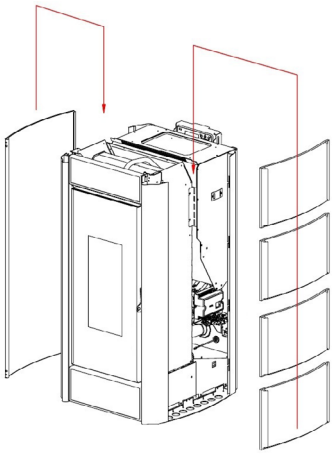

Fig. 27 - Einsetzen der Seiten
- Die Seiten in ihre Führungen einsetzen und sie langsam bis ganz nach unten absenken (siehe **Fig. 27 auf S. 20**).